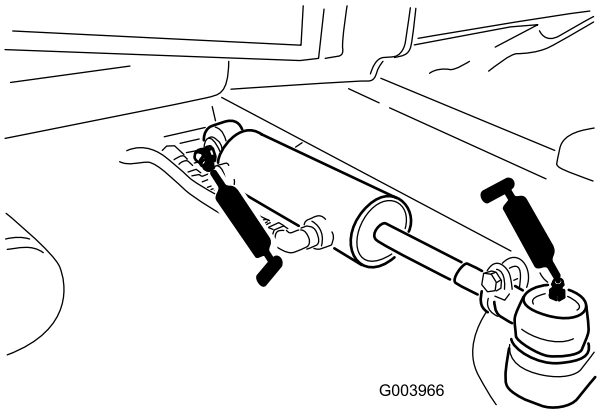

Figur 78
- Styrcylinderns kulleder (2) (Figur 78)